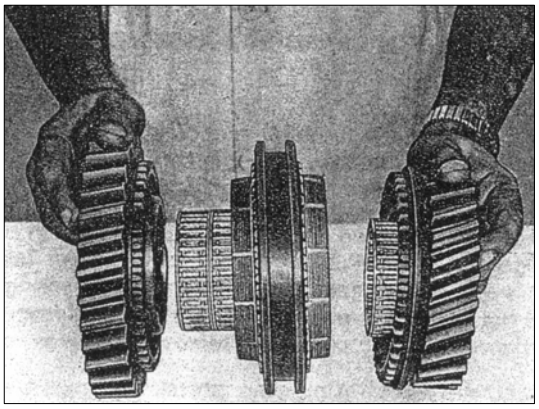

РИС. 212
1) Поставьте узел ведомых шестерней 2-й и 3-й передачи на чистый стол. Снимите шестерню 3-й передачи с втулкой и сепаратор игольчатого подшипника с синхронизатора. Снимите шестерню 2-й скорости с синхронизатора. Также снимите сепаратор игольчатого подшипника (см. рис. 212).